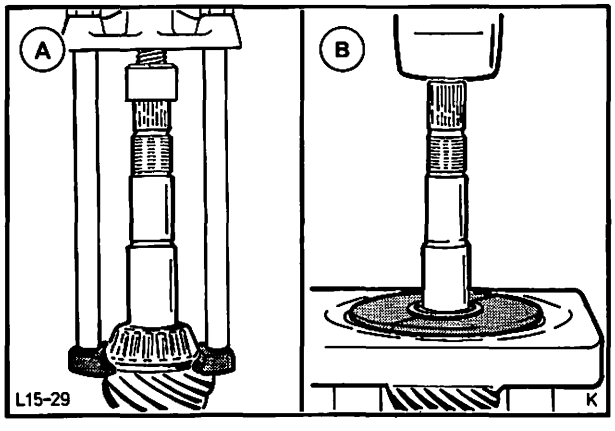

Abb. 50 Großes Kegelrollenlager abpressen
9. Großes Kegelrollenlager vom Antriebskegelrad abpressen. Hierzu Abzieher 15-054 (G3-4621-A) oder Grundplatte 15-059 (370) mit Zusatzstück 15-059-01 (P-4090-12-A) verwenden, Abb. 50.